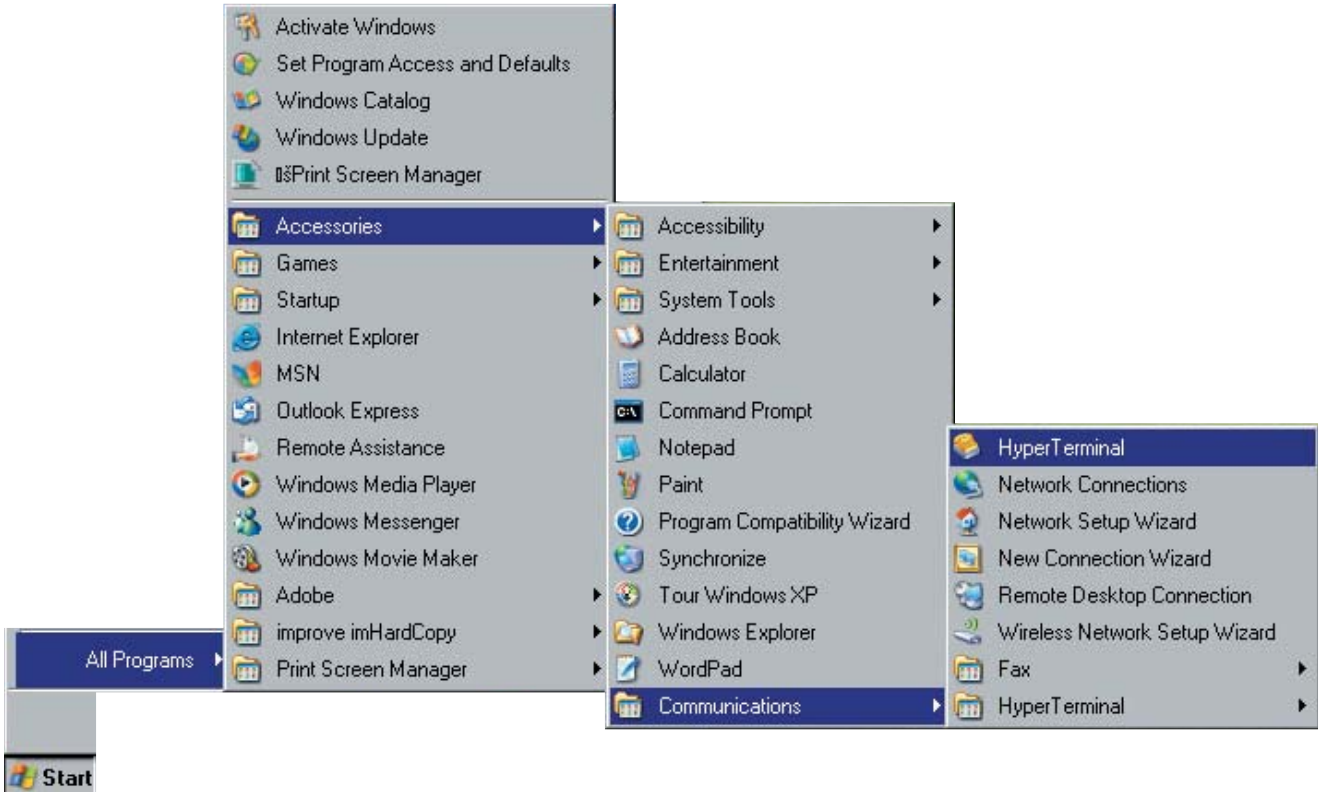

Fig. 4
3. Follow the procedure below to start up HyperTerminal. (Fig. 4)
3. 下記の手順でハイパーターミナルを起動します。（Fig. 4）